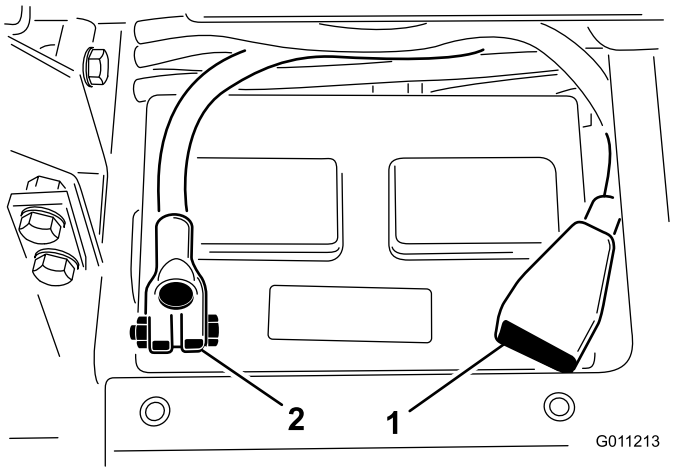

Figur 5
8. Koble den positive kabelen (rød) til den positive (+) polen og den negative kabelen (svart) til den negative (-) polen, og fest dem med skruer og mutre (Figur 5). Kontroller at den positive (+) klemmen er skjøvet helt ned på polen, og at kabelen er plassert tett inntil batteriet. Kabelen må ikke komme i berøring med batterideksIet.